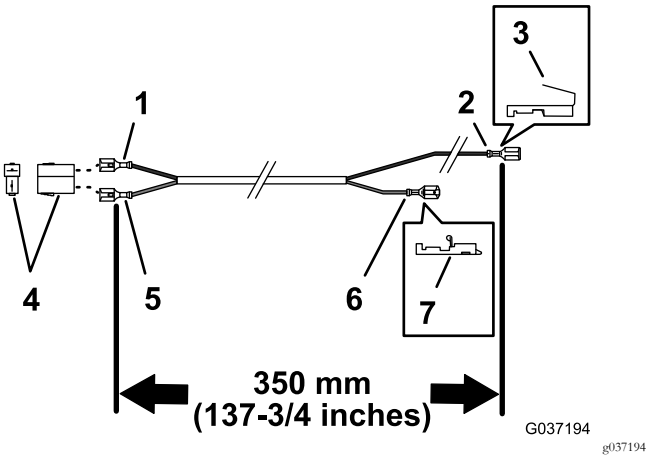

Rysunek 25
1. Ułóż wiązkę przewodów 350 cm (bez zacisku pierścieniowego) w sposób pokazany na Rysunek 25.